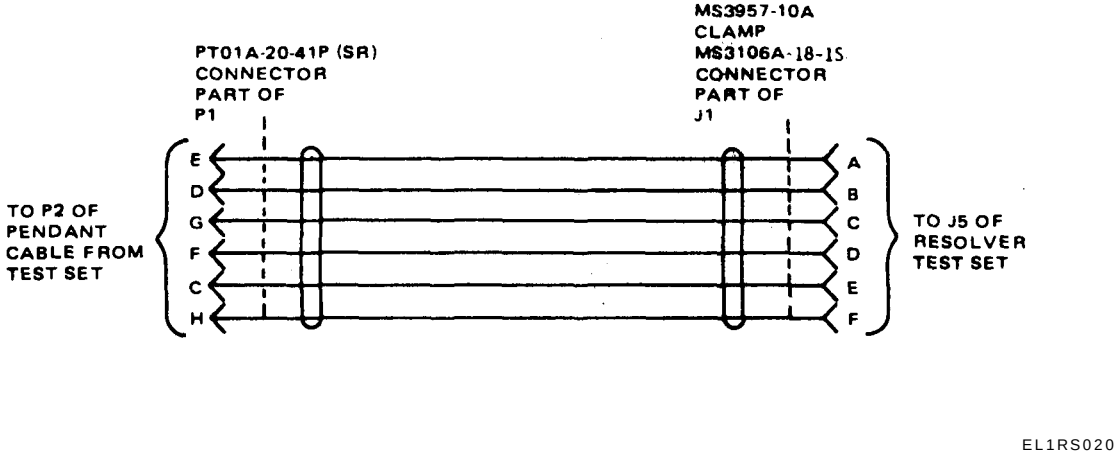

Figure 4-1. Fabricated cable to resolver test set, construction details.
Fabricated cables are required to connect the test set to Resolver Test Set AN/ASM-101 and Course Indicator Test Set AN/ASM-110. Refer to figures 4-1, 4-2. and 4-3, and construct the cables as described below:
(1) Solder six 2-foot lengths of #22 AWG stranded, insulated wire to pins C, D, E, F, G, and H of each male connector P1.
(2) Label the loose ends of the six wires with the pin number to which each wire is connected.
(3) Slip a 2-inch length of spaghetti over the loose ends of the six wires.
(4) Place clamp MS3057-10A over the end of the spaghetti on the resolver test set cable.
(5) Connect the loose ends of the six wires to the pins of the J1 female connectors as shown in figures 4-1 and 4-2.
(6) Tighten the clamps around the J1 connectors on each cable.